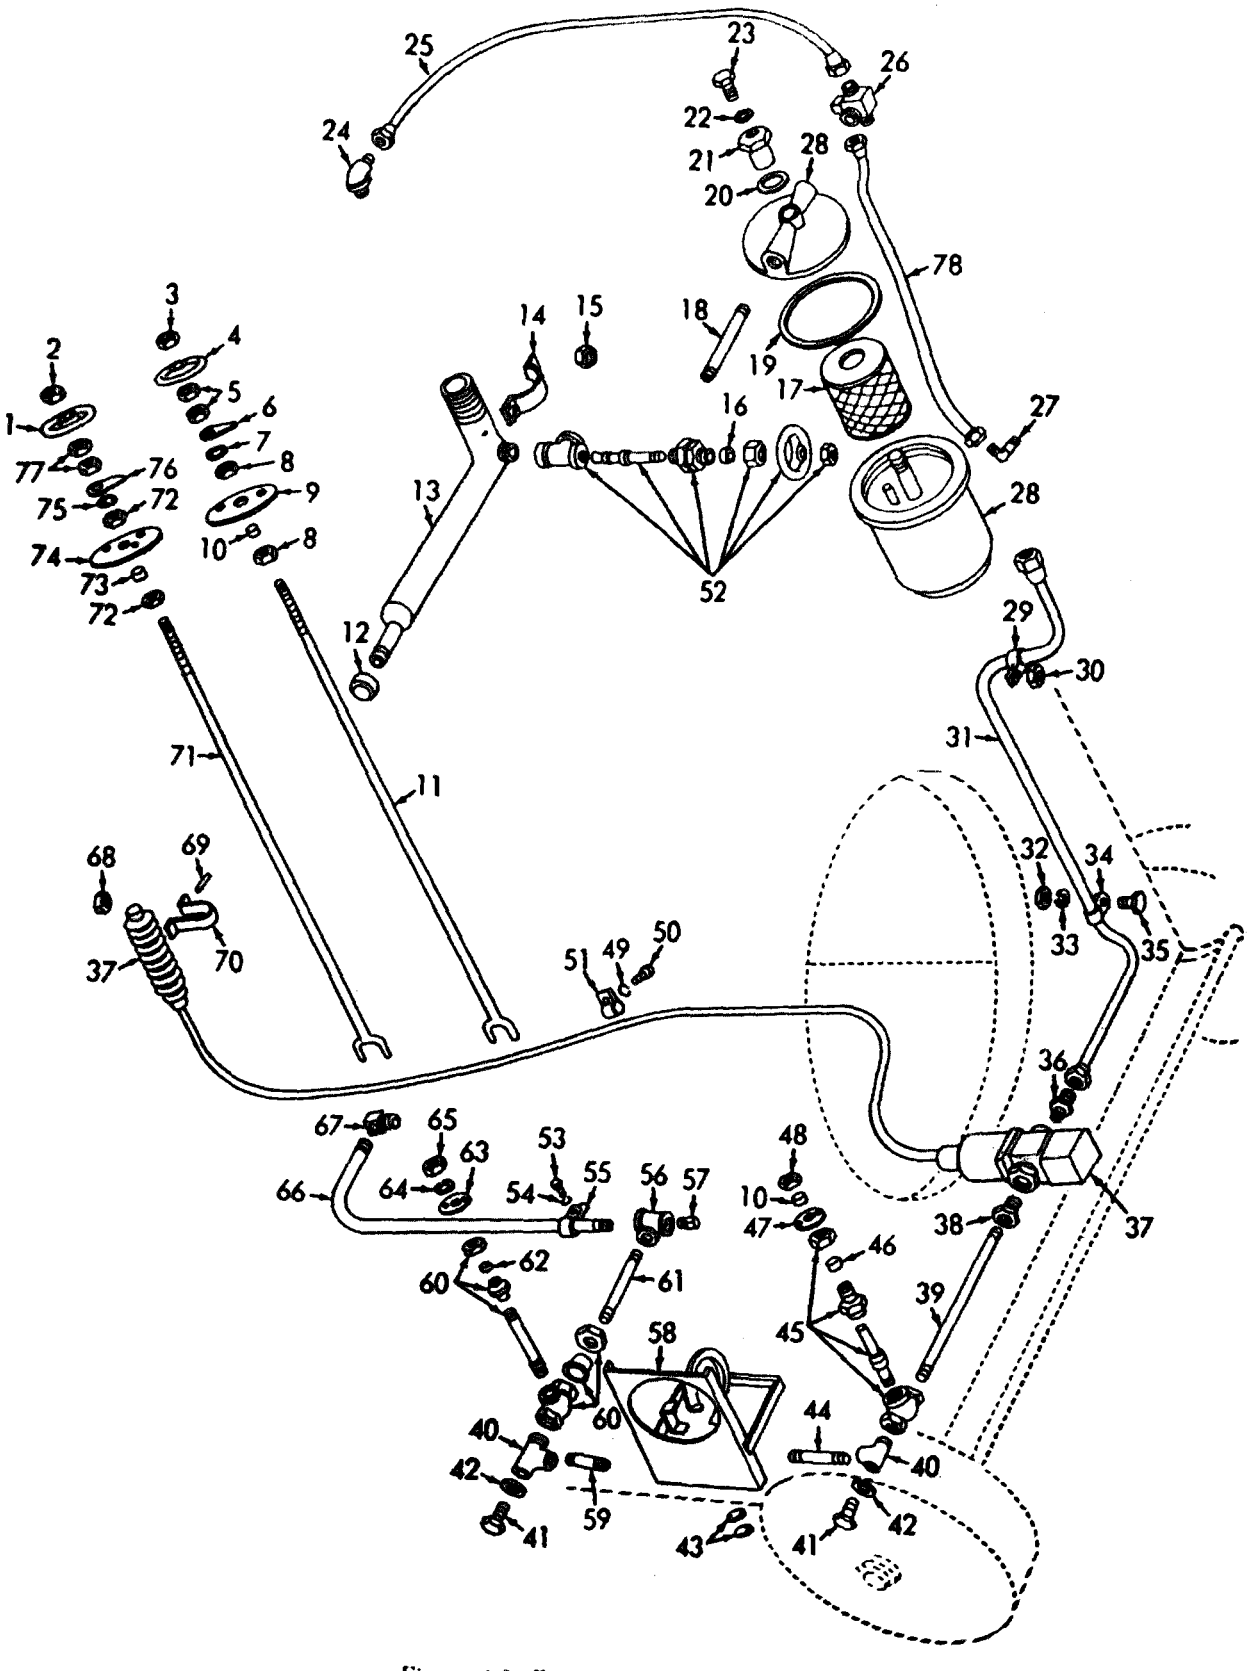

Figure 4-2. Fuel system assembly
(1) Close the main fuel line shutoff angle valve (52, fig. 4-2).
(2) Remove the screws securing the fuel line clamp to the fan guard.
(3) Unscrew the coupling nut on the hose assembly (78) at the fuel filter and at the fuel pump and remove the metal hose assembly from the heater.
(1) Unscrew and remove the nuts (2 and 3, fig. 4-2) securing the valve handwheels (1 and 4) to the extension shafts (11 and 71).
(2) Unscrew and remove the handwheels from the extension shafts.
(1) Drain the fuel tank.
(2) Remove the burner fuel filter (para 4-28).
(3) Remove the filter-to-valve pipe nipple (18, fig. 4-2).
(4) Unscrew the valve (52) from the sump.
a. Removal. Disconnect the air vent line (25, fig. 4-2) at both ends.